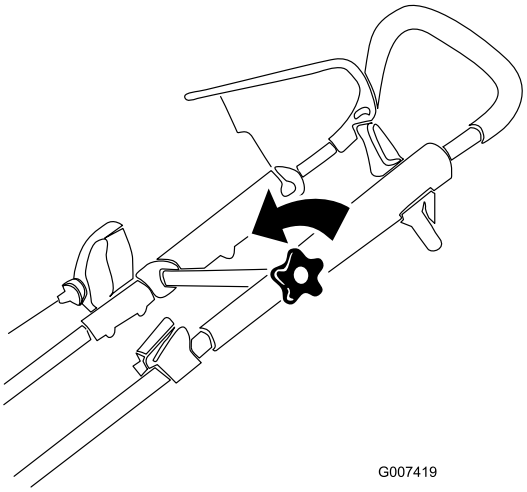

Figura 14
1. Allentate la manopola della sezione superiore della stegola (Figura 14).